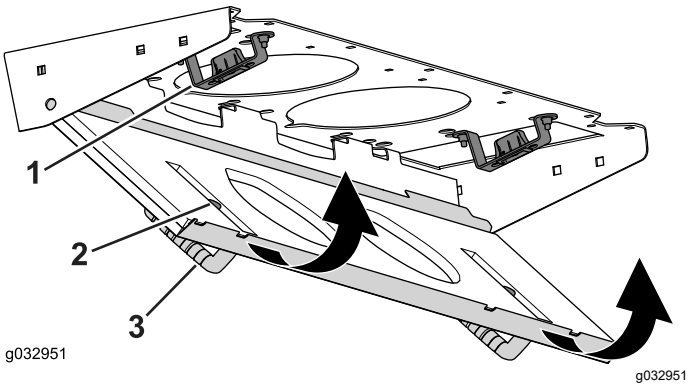

**Figuur 149**
4. Kantel het filterscherm rond de nokken totdat de vergrendeling aangrijpt in de grendelplaat (Figuur 149).